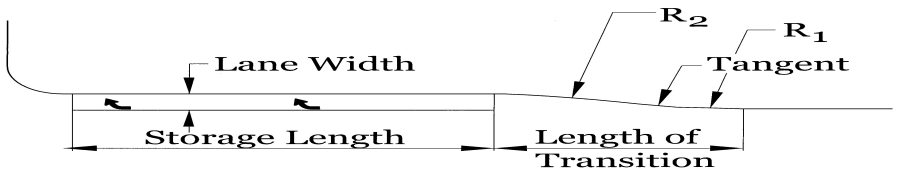

FIGURE 11.11: Typical Deceleration Lane Dimensions
2. Transition Length - The transition specifications for deceleration lane entrance areas are specified in Table 11.7. The variables used for the specification are shown in Figure 11.11.